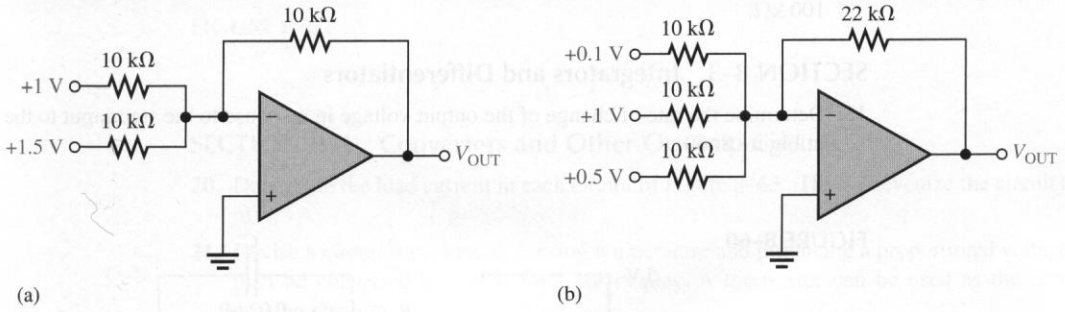

FIGURE 8–57
10. Refer to Figure 8–58. Determine the following: